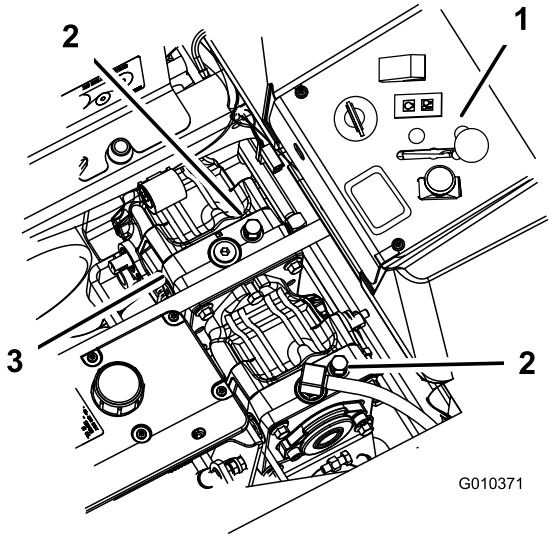

Figuur 24
2. Draai de omloopkleppen één slag naar links om de machine te duwen. Hierdoor kan de hydraulische vloeistof langs de pomp worden geleid zodat de wielen kunnen draaien (Figuur 24.
Draai de omloopkleppen een slag naar rechts om de machine in bedrijf te stellen (Figuur 24).